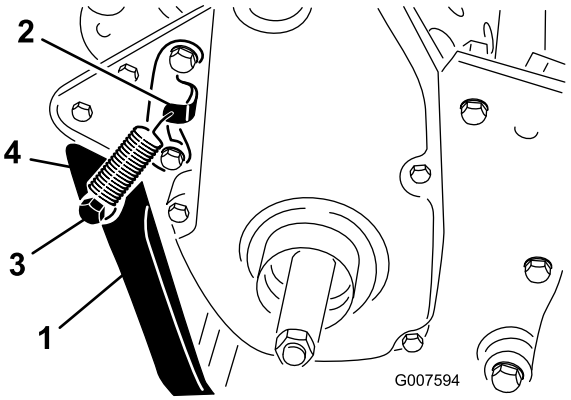

Rysunek 6
2. Zahacz sprężynę w otworze we wsporniku sprężynowym oraz w sworzniu sprężynowym, wyosiowując równocześnie podpórkę względem otworów montażowych w tylnej części ramy (Rysunek 6).
3. Zamocuj podpórkę do obu stron ramy za pomocą śruby, elementu dystansowego, podkładki płaskiej i nakrętki zabezpieczającej (Rysunek 6).